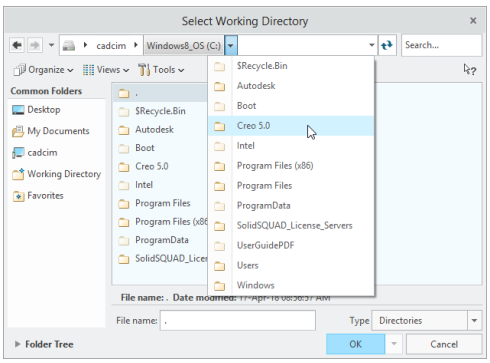

***Figure 2-24** The **Creo5.0** folder chosen from the flyout*
c. Draw lines by using the **Line Chain** tool, refer to Figures 2-24 and 2-25.
For selecting *C:\Creo-5.0,* click on the arrow at the right of the **C:** option in the top address box of the **Select Working Directory** dialog box; the folders in the **C** drive are displayed in a flyout. Now, choose **Creo-5.0** from the flyout, refer to Figure 2-24. Alternatively, you can use the **Folder Tree** node available at the bottom left corner of the screen to set the working directory. To do so, click on the **Folder Tree** node; the **Folder Tree** expands. In the **Folder Tree**, browse to the desired location using the nodes corresponding to the folders. Select the required folder and choose the **OK** button; the selected folder will become the current working directory.